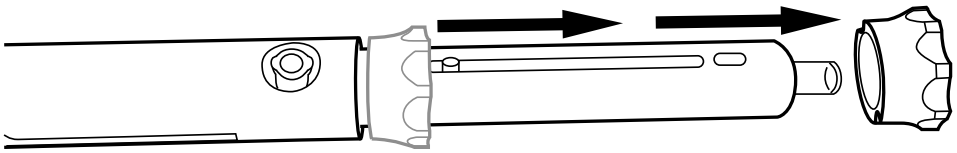

Figura 19. Rimozione del fermo posteriore
4. Ruotare la ghiera di blocco in senso orario fino ad allineare la fessura alla linguetta del filetto elicoidale. Rimuovere il fermo posteriore facendolo scivolare al di fuori del filetto elicoidale (figura 19).